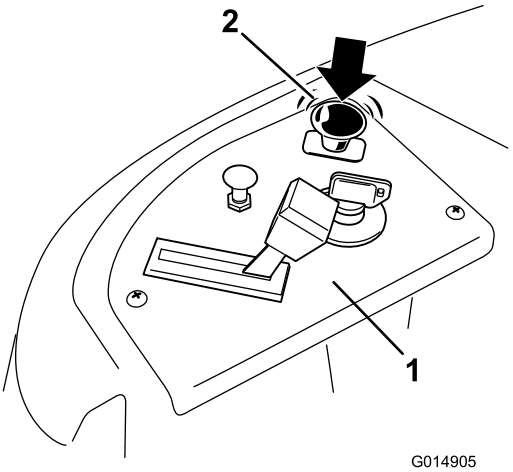

Figur 16
Tryk nedad på kontakten til regulering af skæreknivene, sæt den i positionen Fra, og udkobl skæreknivene (Figur 16).
1. Udkobl skæreknivene ved at flytte kontakten til regulering af skæreknive til positionen Fra (Figur 16).